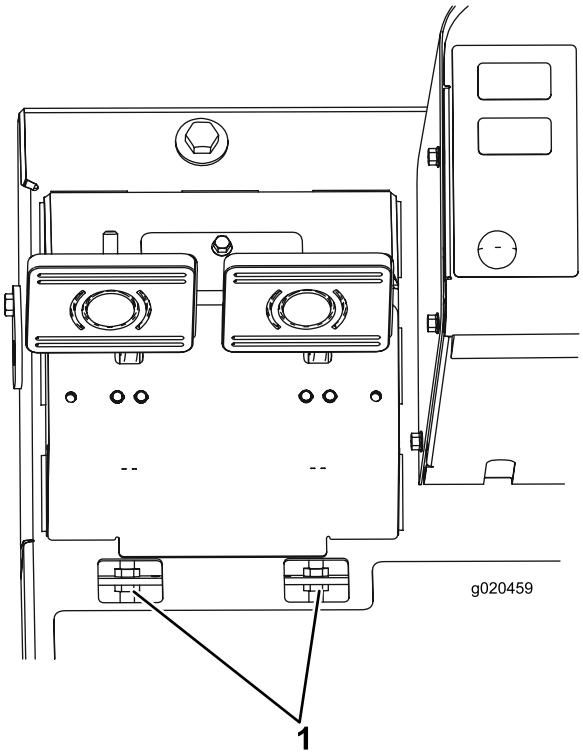

図 67
B. ブレーキケーブル図 67の端にある前ナットをゆるめる。